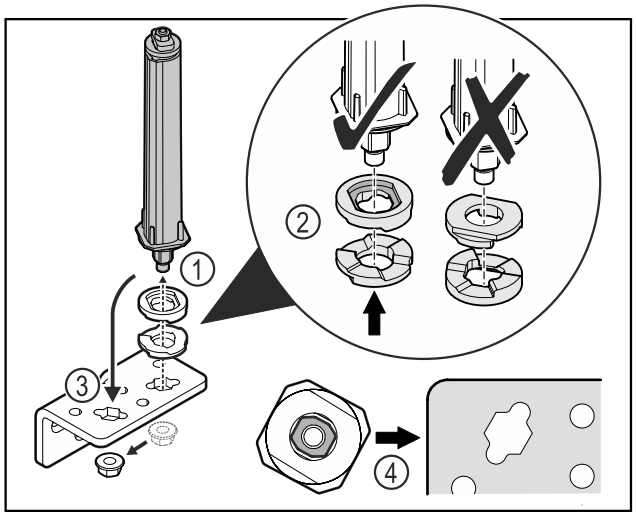

Fig. 34
▶ Soltar la tuerca y retirar el sistema de cierre de la puerta *Fig. 34 (1)*.
▶ Tener en cuenta la orientación correcta de las arandelas de ajuste de altura *Fig. 34 (2)*.
▶ Cambiar la posición del sistema de cierre de la puerta en la escuadra de bisagra y fijar con la tuerca *Fig. 34 (3)*.
▶ Tener en cuenta la orientación correcta del sistema de cierre de la puerta al insertarlo *Fig. 34 (4)*.